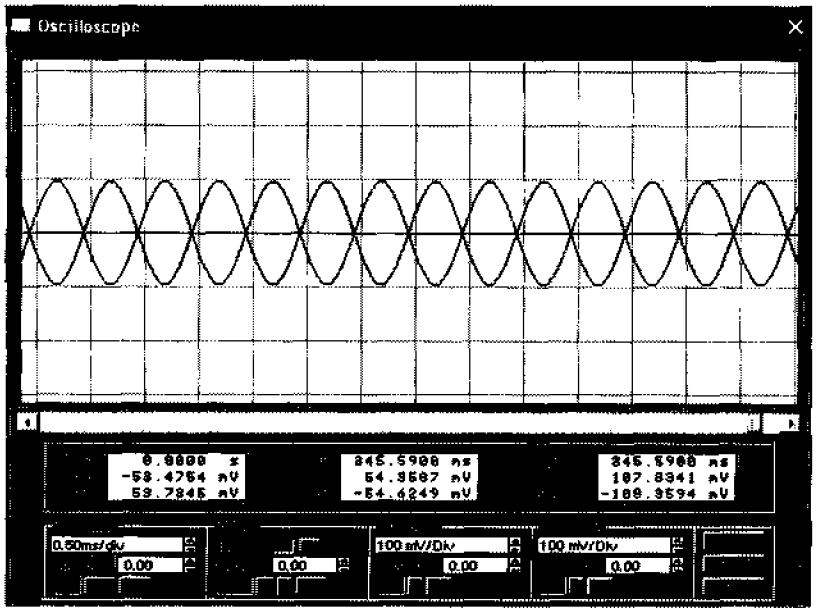

Рис. 29. Измерение амплитуды и выходных сигналов на нагрузках
4. В результате на осциллографе будет картина, показанная на рис. 29.